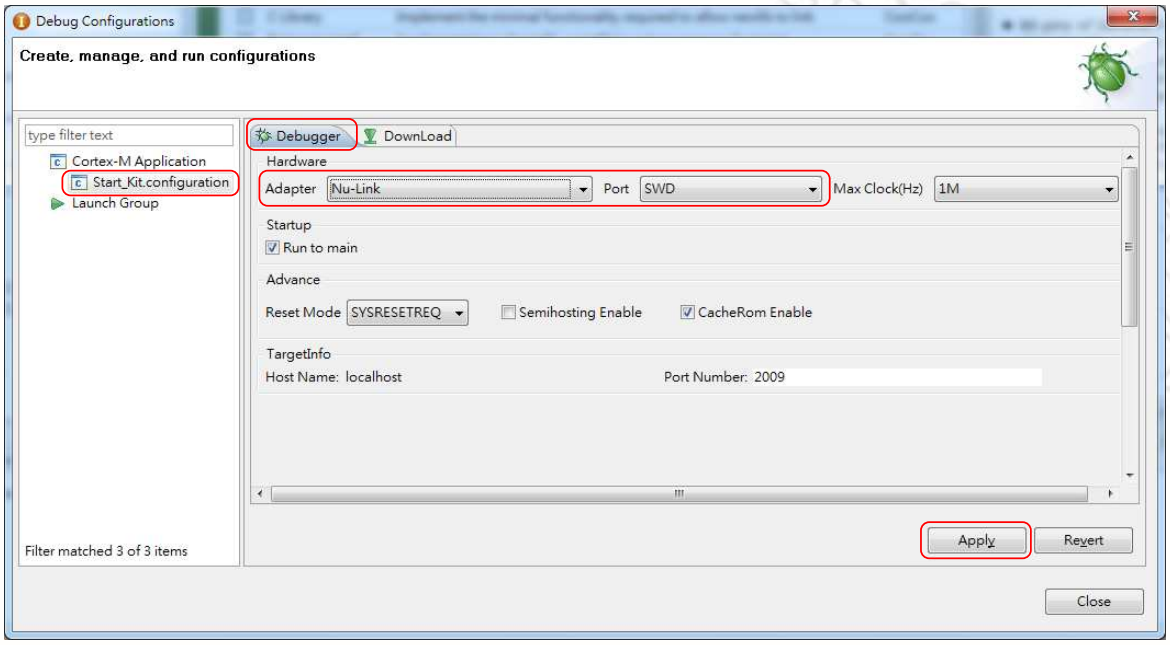

Figure 4-20 Specify the Debugger Options for CooCox CoIDE
Step 3: In the **Debugger** tab of the *Debug Configurations* form (through invoking **Debug** → **Debug Configurations)**, select "**Nu-Link**" as the Adapter, select "**SWD**" as the Port, and click **Apply** to save the settings, as shown in Figure 4-20.